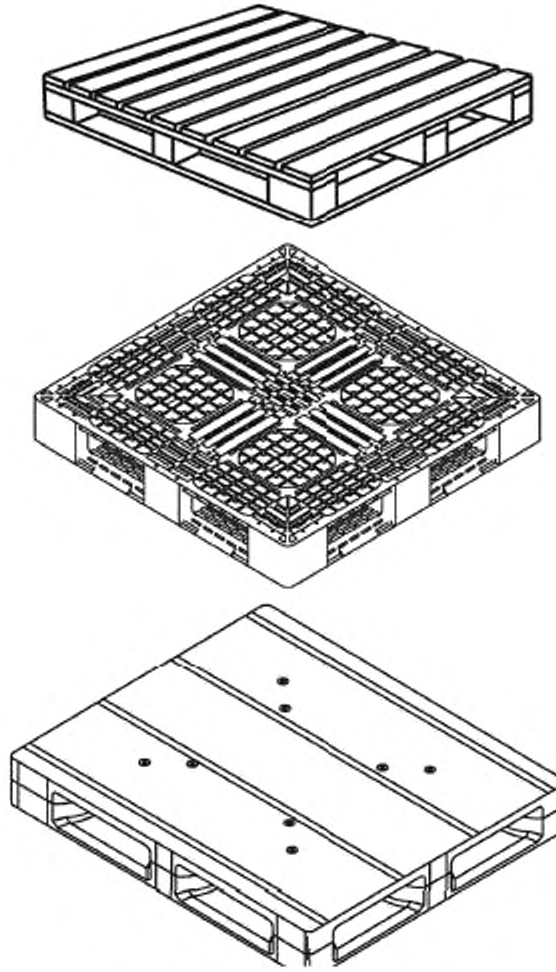

Рисунок 9 — Четырехзаходные поддоны
3.8 **четырехзаходный поддон:** Плоский поддон, конструкция которого обеспечивает возможность ввода вилочного захвата автопогрузчика и вильчатого рычага вилочной тележки с любой из четырех сторон (см. рисунок 9).